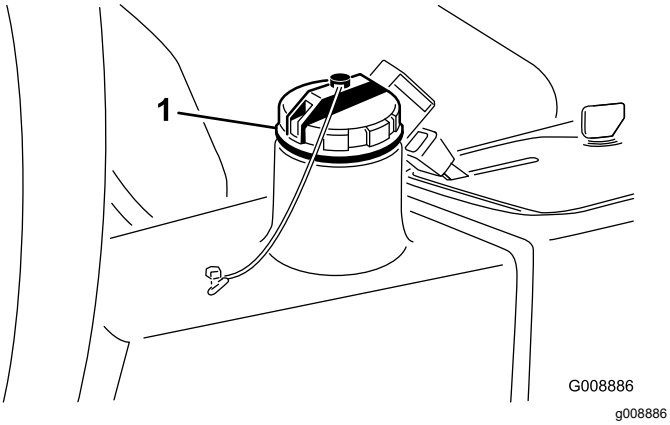

**Figur 78**
4. Fyll tanken (Figur 78) med cirka 13,2 liter hydraulvätska. Se Kontrollera hydraulsystemet (sida 20).